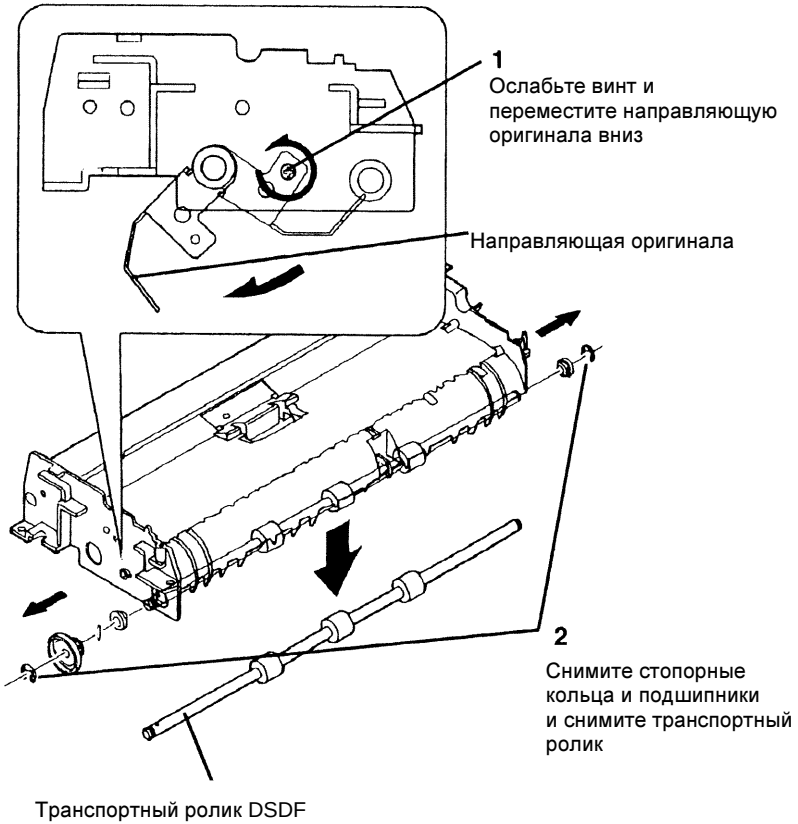

Рисунок 2 Снятие дуплексного транспортного ролика
4. (Рисунок 2): Снимите транспортный ролик DSDF